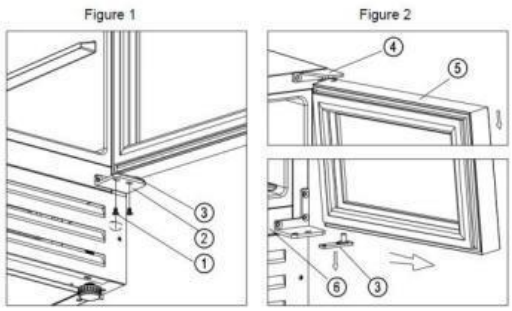

Abbildung 1–2
2. (Abbildung 1) Lösen Sie die beiden Schrauben (1) am rechten unteren Scharnier (2).